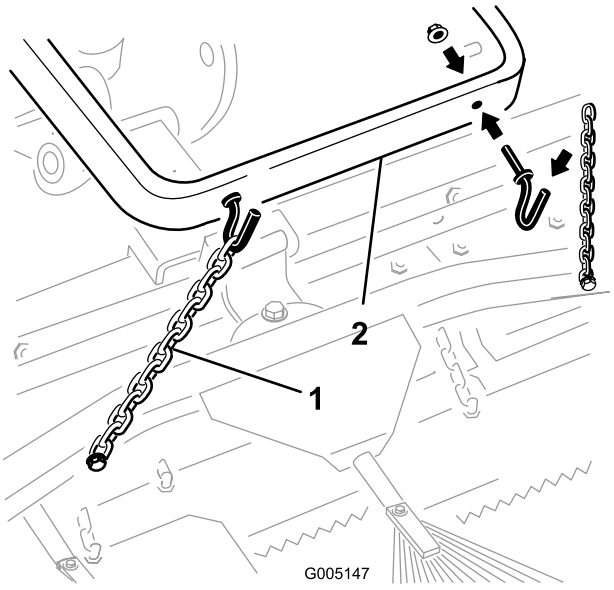
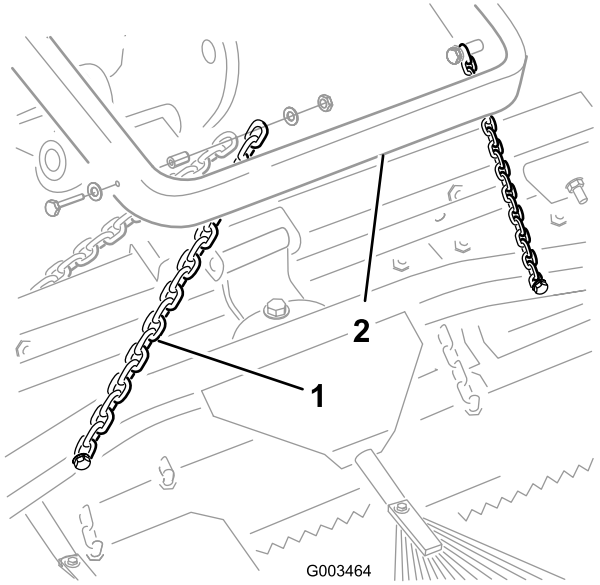

図 10
図 11
A. 図 10または図 11を参照して、昇降アームから移動走行用チェーンを取り外す。